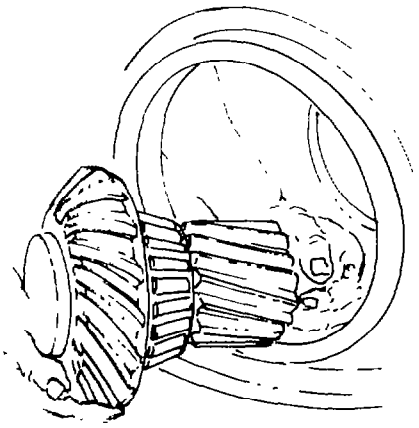

Fig. 325 — Installing Helical Pinion Shaft
o. Install the helical pinion shaft assembly into the carrier housing as shown in fig. 325, and position a block of wood into the housing to support the shaft.